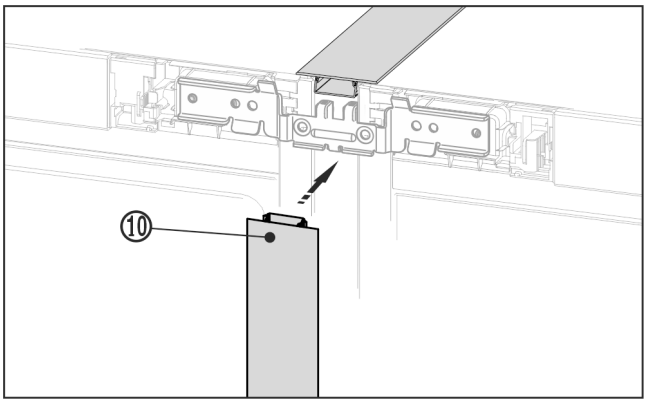

*Fig. 23 **
▶ Na přední straně zatlačte dlouhou krycí lištu *Fig. 23 (10)* do svislé spáry. Dbejte na to, aby lišta stála na spojovacím plechu.*